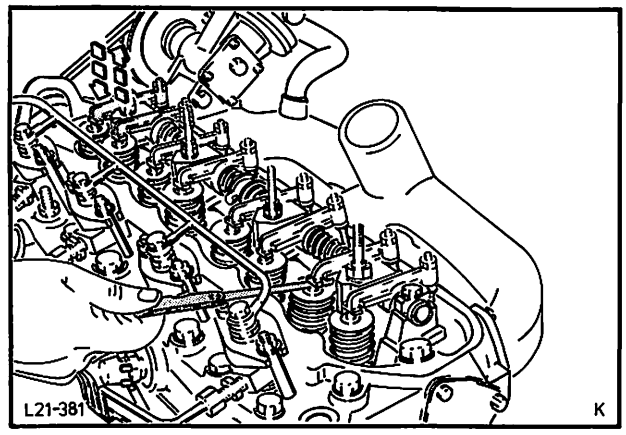

Abb. 147 Ventilspiel überprüfen
8. Ventilspiel überprüfen, Abb. 147, eventuell einstellen (siehe Arbeits-Pos. Nr. 21 213).